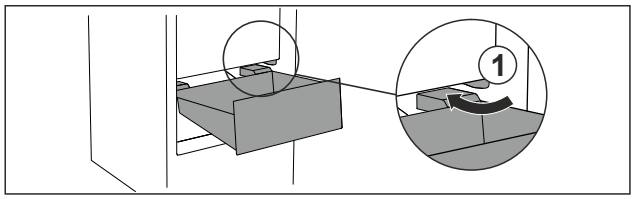

Fig. 85
- ▶ Vadiet atvilktni ieslīpi apkārt aizturiem *Fig. 85 (1)*.